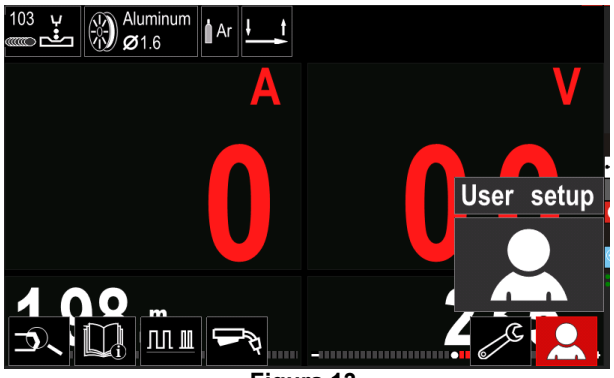

Figura 13.
- Acceda a la “Configuración del usuario” (consulte la Figura 13).